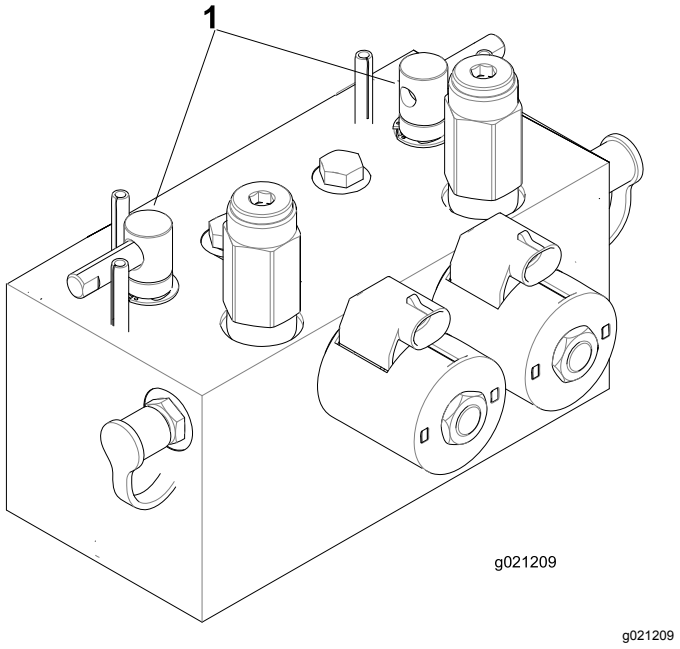

Figuur 106
2. Ontgrendel de stoel en til deze omhoog zodat u bij de wethendels kunt komen (Figuur 106).
5. Kies met de voorste, achterste of beide wethendels de messenkooien die moeten worden gewet (Figuur 106).